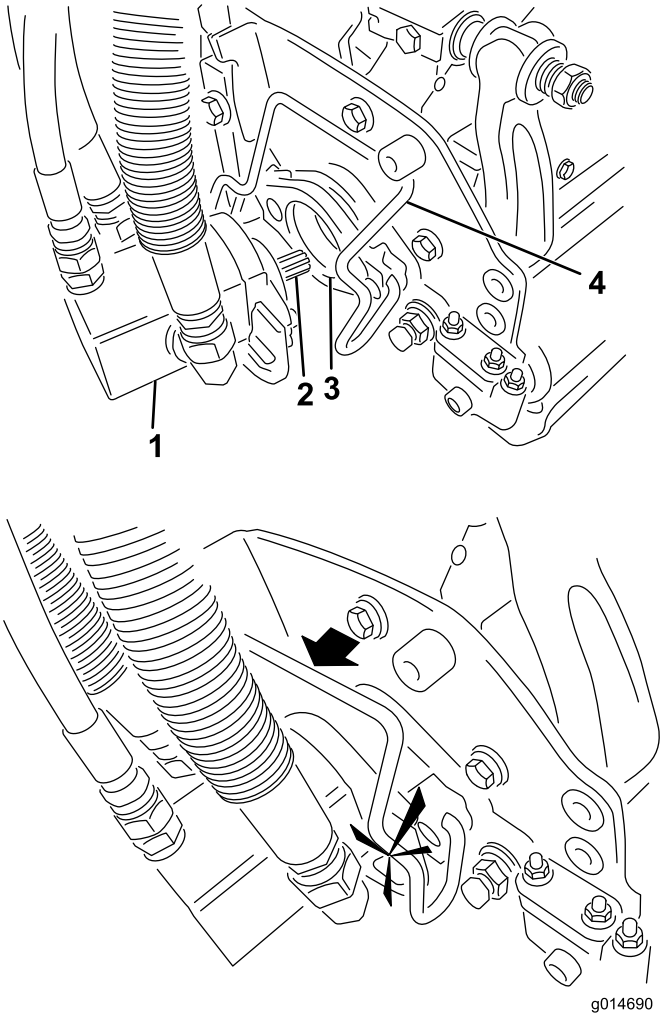

Figur 13
7. Dekk kileakselen i klippeenhetsmotoren med rent smørefett (Figur 13).
8. Sett motoren inn på klippeenhetens venstre side (fra brukerens synspunkt), og dra motorholdebøylen på klippeenheten mot motoren til du hører et "klikk" på begge sider av den (Figur 13).